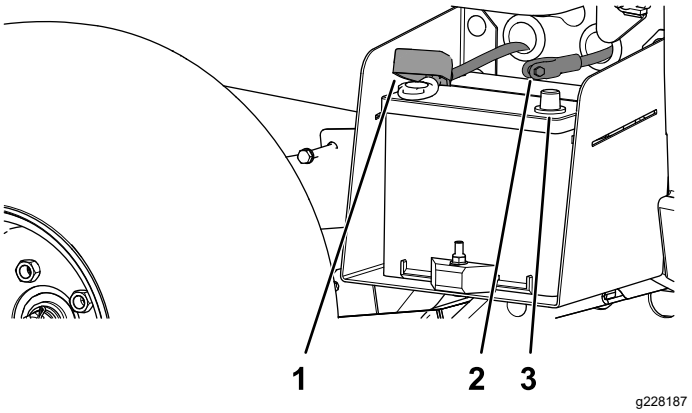

**Figuur 5**
3. Sluit de pluskabel (rood) aan op de pluspool (+) van de accu en bevestig de kabel met de bouten en de moeren (Figuur 5).